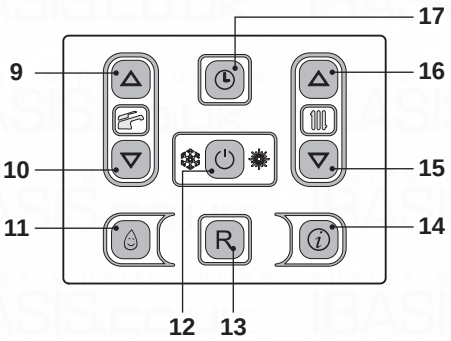
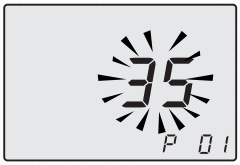

Fig. 7.49
Fig. 7.50
- Enter the ”programming mode” by pressing keys 12 - 15 - 16 (Fig. 7.49) for 10 seconds at the same time until the letters **P01** are displayed on the LCD display and the value of the parameter (41=Inovia 25S ERP), indicating that ”parameter 01” (Fig. 7.50) has been activated.
- Press keys 9 or 10 to change the value and confirm the value of the parameter with key 12.
- Press keys 15 or 16 (Fig. 7.49) to exit without changing the value.